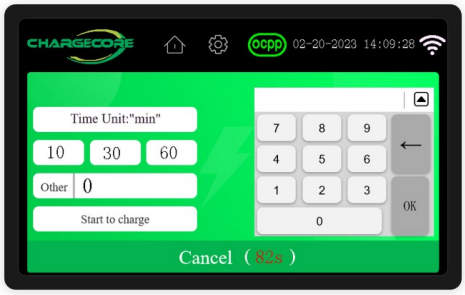

Figure 35 Time mode
a. Enter the percentage of power required for this vehicle (%)/the required charging time for this time (min)/the required power for this charging (kwh) (as shown in Figure 35)